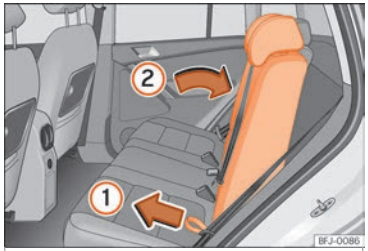

Fig. 141 Regolazione dello schienale del sedile posteriore.
- Premere con una mano sullo schienale destro o sinistro del sedile e, contemporaneamente, tirare con l'altra mano la maniglia flessibile corrispondente ››› **fig. 141** ①.
• Portare con la mano lo schienale nella posizione desiderata, vincendone la resistenza ②.